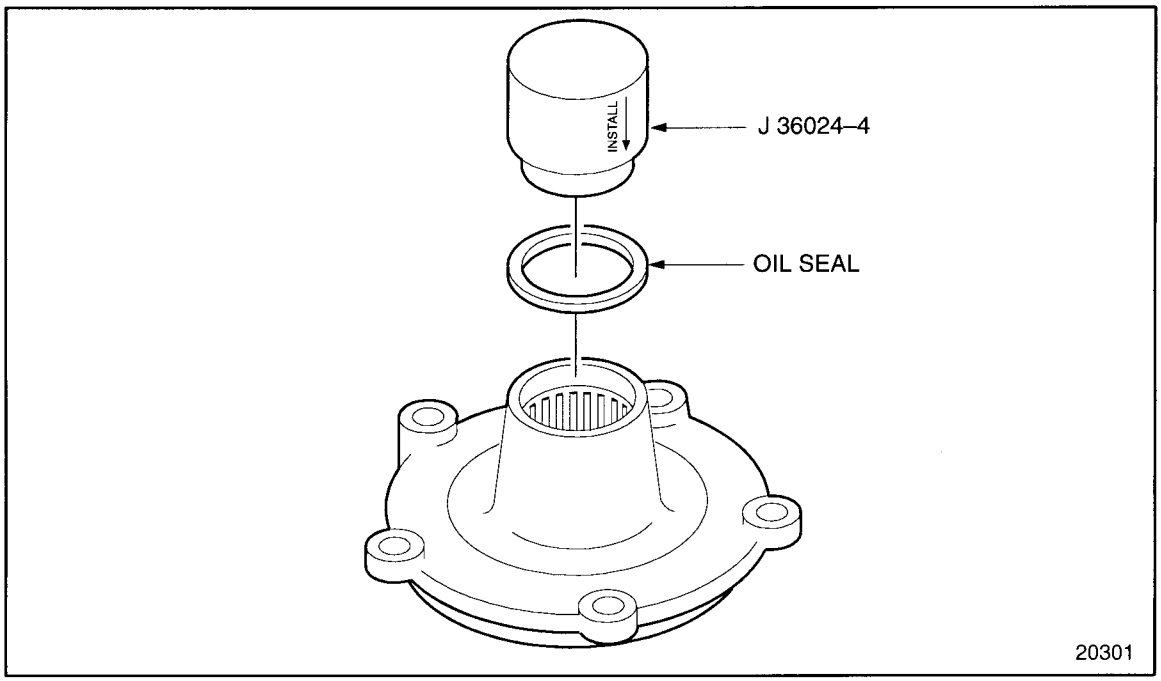

Figure 1-472 Accessory Drive Oil Seal Installation
6. Install the accessory drive oil seal to the accessory drive housing using the seal installer, J 36024-4 (part of toolset J 36024–D), and a plastic hammer or fiber mallet. The oil seal must be installed flush to 0.25 mm (0.010 in.) below the face of the housing. See Figure 1-472.